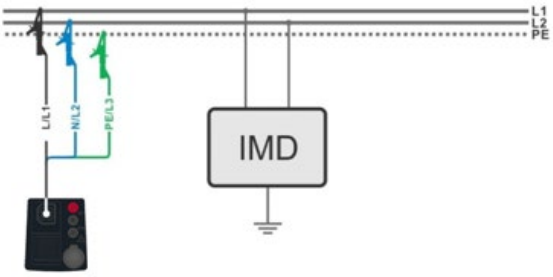

Abbildung 7.82: AUTO IT-Messung
- Schließen Sie die 3-Leiter-Leitung am Prüfobjekt an, siehe ***Abbildung 7.82***.